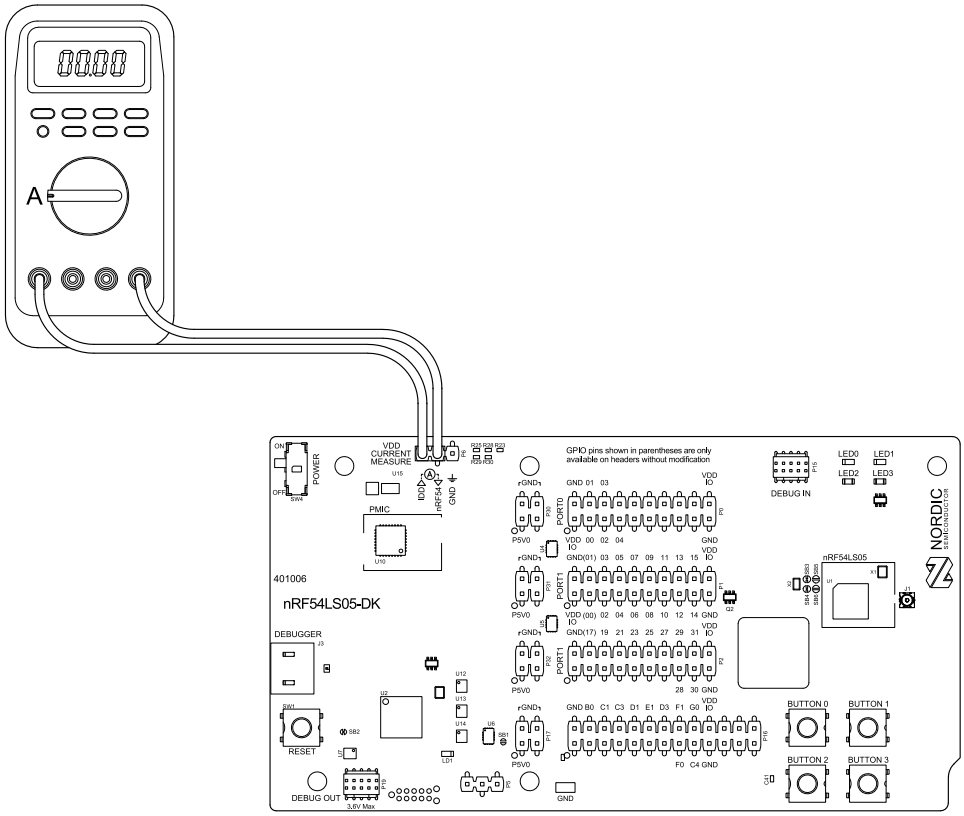

Figure 23: Current measurement with an ampere meter
2. Connect an ampere meter between the pins labeled **IDD** and **nRF54** on header **P6** as shown in Figure 23: Current measurement with an ampere meter on page 24.